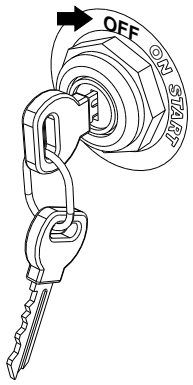

Figure 29. Ignition Switch (OFF)
4. Place the ignition switch key (Figure 29 in the **OFF** position
3. Place the ignition switch key (Figure 29) in the **OFF** position.